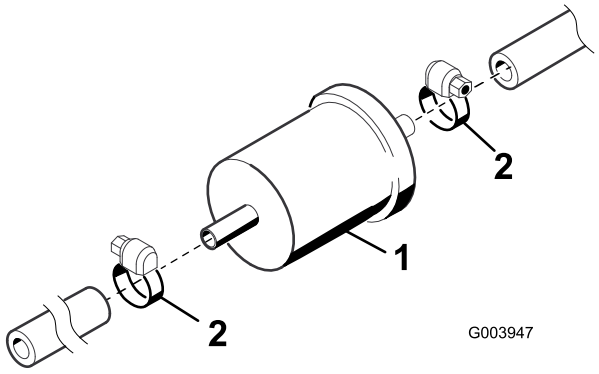

Rysunek 64
1. Zlokalizuj filtr paliwa – jest on umieszczony wzdłuż lewej podłużnicy ramy przed pompą paliwową (Rysunek 64).